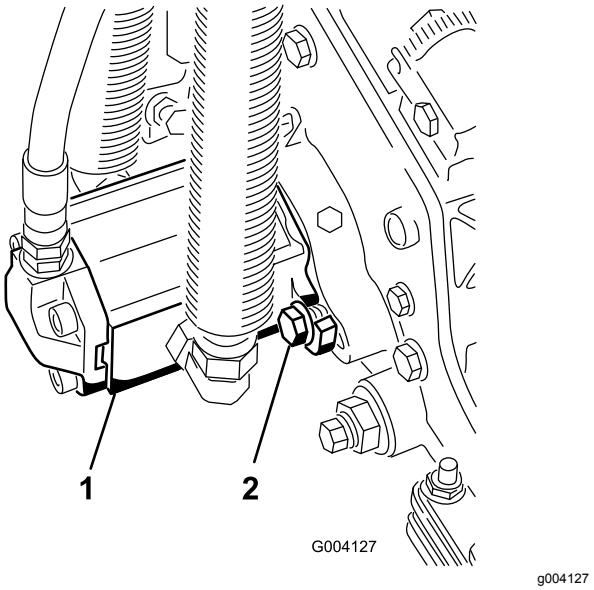

Figur 13
16. Monter motoren ved at dreje den med uret, således at motorflangerne går fri af boltene (Figur 13).